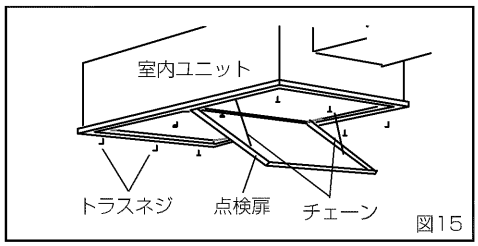

図15
④点検扉を開けた奥と吹出パンチング板をはずした奥に、天井パネル取り付け穴がありますので、付属のトラスネジで、天井パネルを室内ユニットに取り付けてください。（図15）